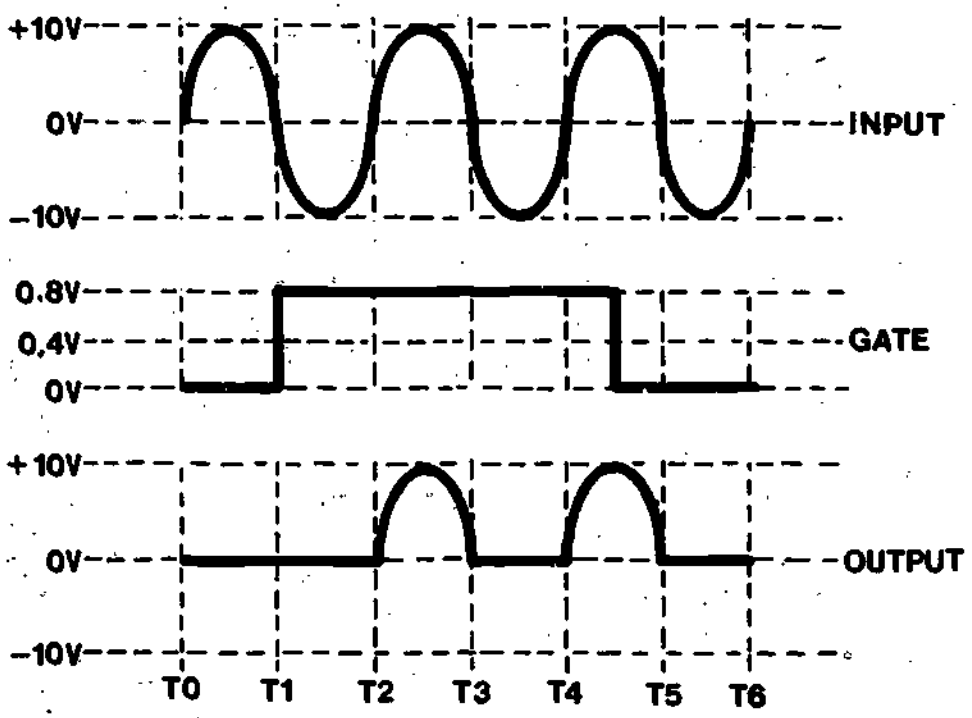

Figure 8
10. At T4 in Figure 8, the SCR starts conducting and removal of the gate signal between T4 and T5 has no effect on its operation. Select the statement which: